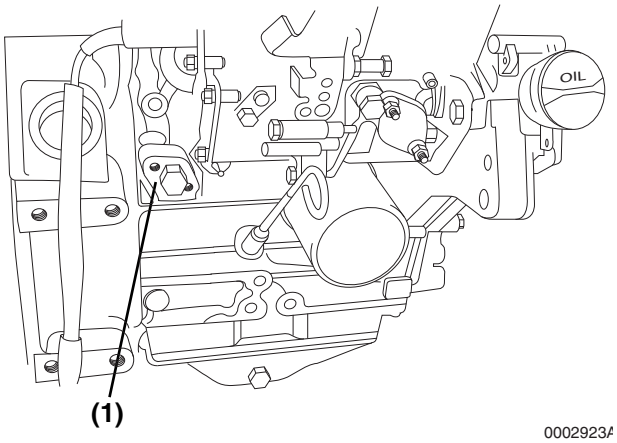

Figure 5-17
4. Drain the coolant from the engine block. Remove the coolant drain plug **(Figure 5-17, (1))** from the engine block.